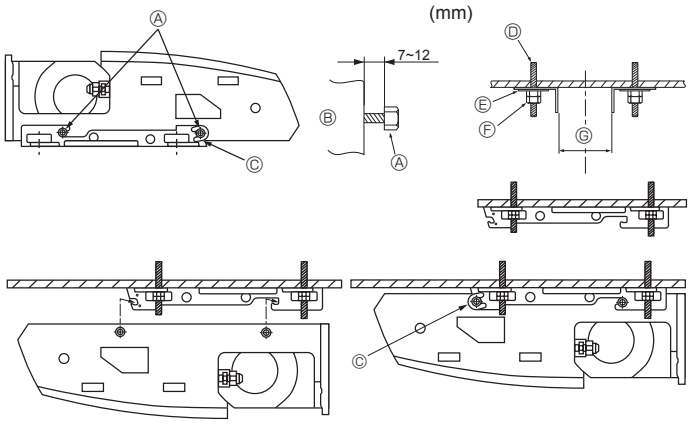

Fig. 3-6
2) Anbringung der Aufhängungsklammer zunächst an der Decke (Fig. 3-6)